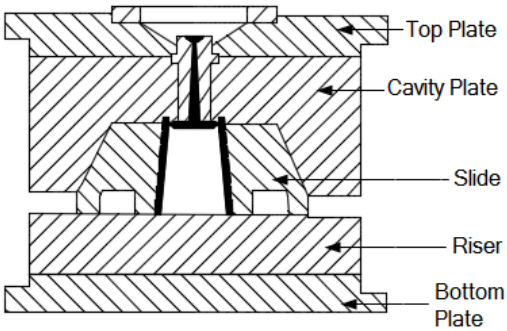

Figure 1-4 *The structure of split-cavity mold*
4. Split-Cavity Mold, refer to Figure 1-4